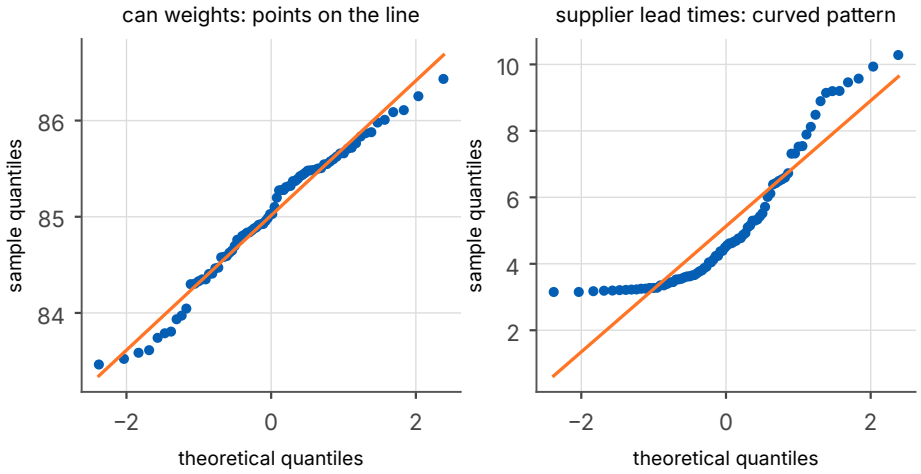

Figure 9: QQ-plots. Left: weights of cans, compatible with a normal law. Right: lead times of a supplier, clearly skewed.
- the **QQ-plot** (Figure 9): the sorted data against the quantiles of a normal law should lie on a straight line.